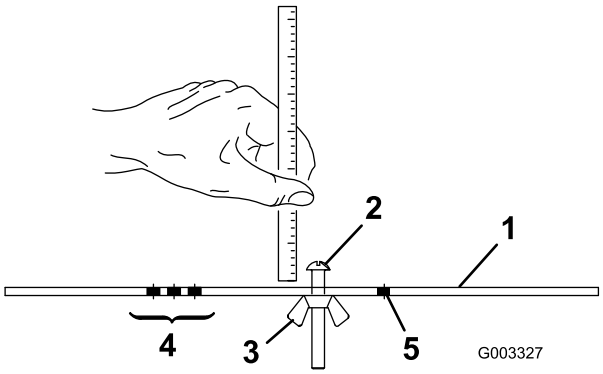

Figuur 15
2. Draai de moer op de hoogtelat los (Figuur 15) en draai de stelschroef op de gewenste maaihoogte. De afstand tussen de onderkant van de schroefkop en de lat is de maaihoogte.